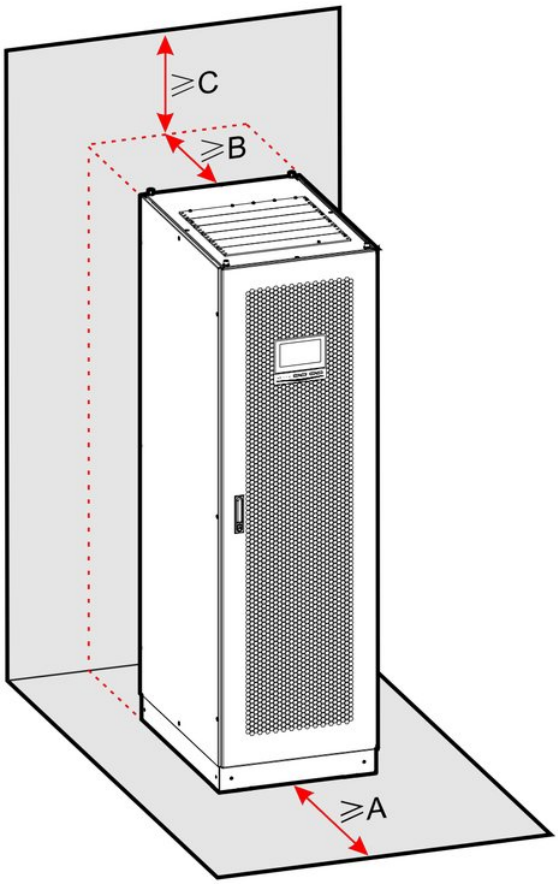

FIGURA 3-4 Spazi d'installazione
- Con più UPS affiancati, lo spazio intorno al gruppo deve rispettare gli spazi d'installazione della Figura 3-4.